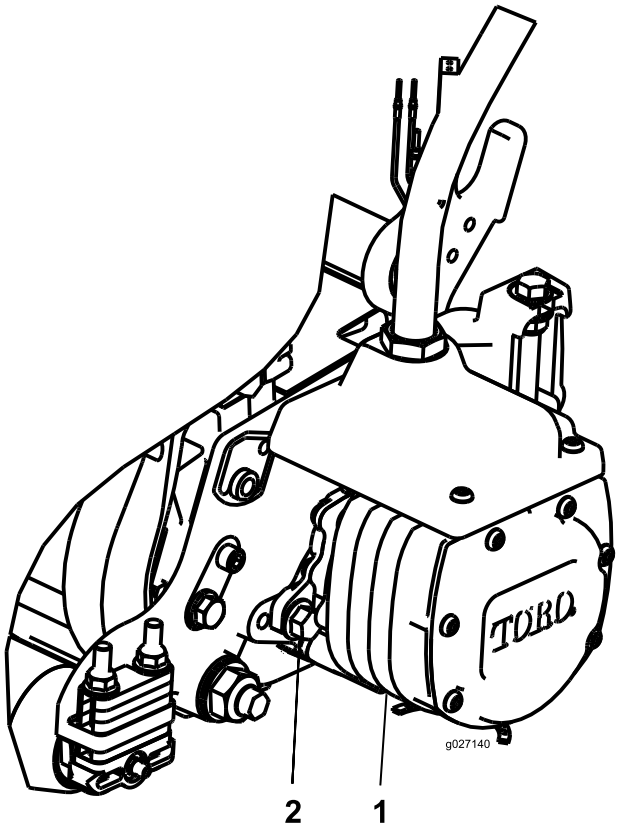

Figuur 10
14. Plaats de motor door deze rechtsom te draaien zodat de flenzen van motor loskomen van de bouten (Figuur 10).